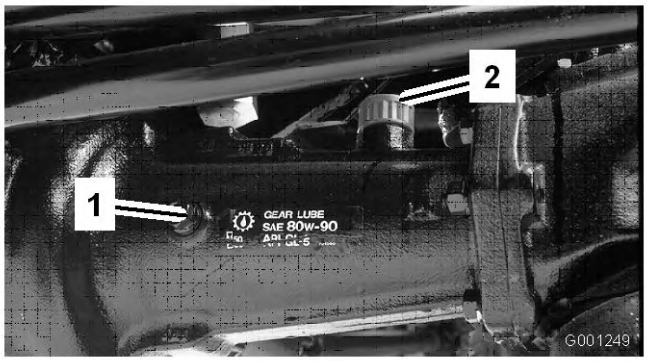
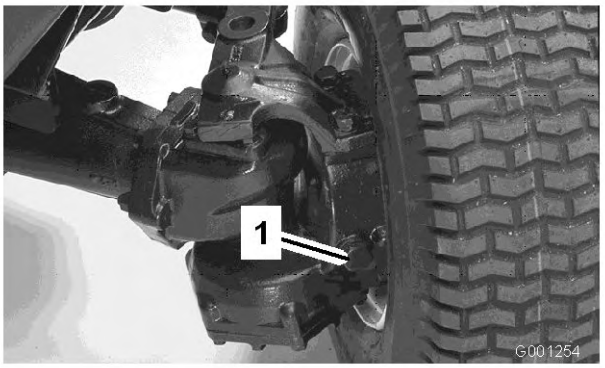

Figure 26
Figure 27
2. Retirez les bouchons de contrôle du pont et vérifiez que le lubrifiant atteint bien la base de chaque trou. Si le niveau est bas, retirez le bouchon de remplissage et ajoutez suffisamment de lubrifiant pour rectifier le niveau (Figure 26 et Figure 27).